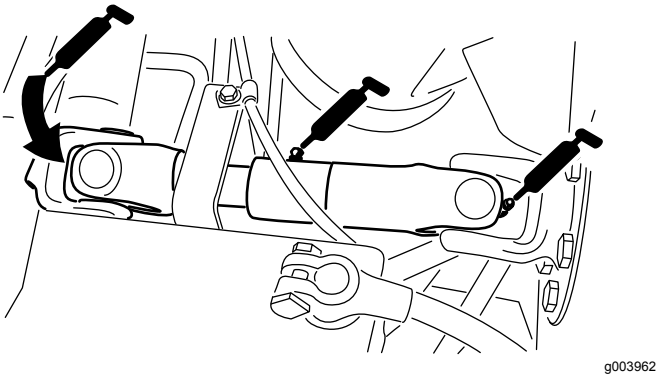

Figur 36
- Pumpedrivakslens kardanled (3) (Figur 36)